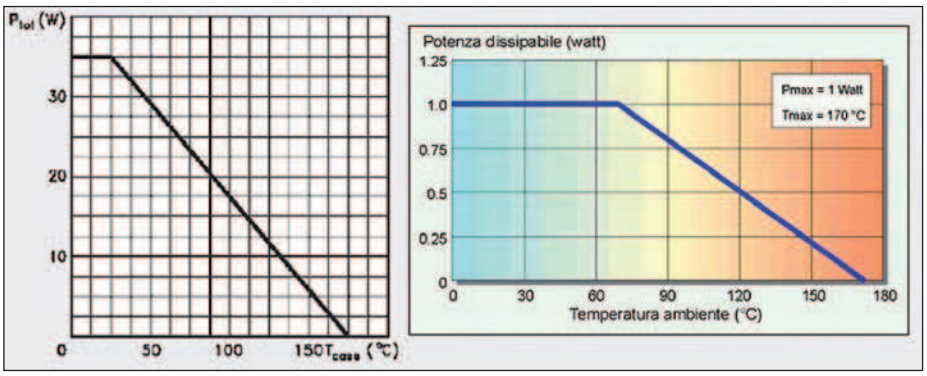

Figura 11: Tipico andamento delle curve di derating di un dispositivo
Osservando per esempio la curva a destra in **figura 11** si deduce che il relativo dispositivo può dissipare 35W se la temperatura del contenitore è inferiore a 25°C mentre a 175°C non è più in grado di dissipare alcuna potenza. Il grafico contiene implicitamente le seguenti informazioni:
- $\mathbf{R}_{JA}=(T_1-T_2)/(P_2-P_1)$, dove i pedici 1 e 2 identificano due punti qualunque lungo il tratto rettilineo discendente, per esempio (25°C, 35W) e (175°C, 0W) da cui $\mathbf{R}_{JC}$=4,3 °C/W. In alcuni casi può essere fornita la temperatura ambiente $\mathbf{T}_A$ (parte a destra della Fgura 11) sulle ascisse invece che la $\mathbf{T}_C$. In questo caso si calcola con formula analoga la $\mathbf{R}_{JA}$. L'interpretazione della curva con riferimento per esempio a quella di destra in **figura 11** è la seguente: è possibile dissipare la potenza nominale fino ad una temperatura ambiente di 70 °C, superata la quale è necessario ridurre progressivamente la potenza dissipata fino a che, raggiunta la temperatura massima di lavoro di 170°C, la potenza dissipabile si annulla. Come è possibile smaltire adeguatamente il calore prodotto in modo da estendere i limiti indicati dalla curva di derating? La risposta è semplice: si impiega un dissipatore di calore che riduce la resistenza termica complessiva e permette di limitare la temperatura raggiunta dal dispositivo.